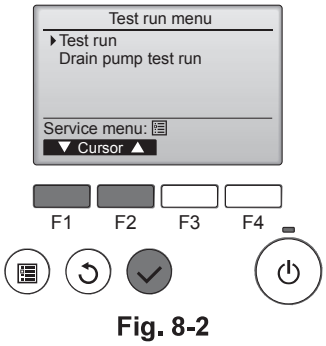

Fig. 8-2
② Vælg "Test run" (Testkørsel) i Test run menu (Testkørselsmenu), og tryk på knappen [VÆLG]. (Fig. 8-2)
③ Testkørslen starter, og skærmen Test run (Testkørsel) vises.